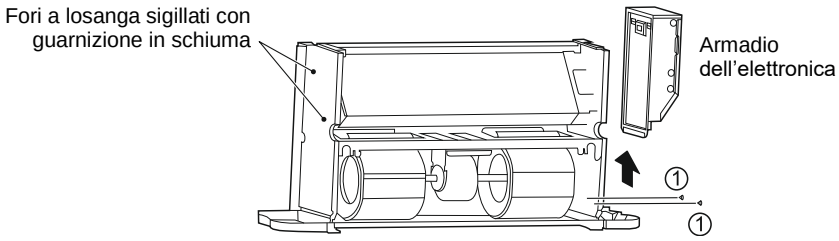

Figura 5-19: Smontaggio della scatola dell'elettronica e sigillatura dei fori a losanga
6. Come mostrato nella Figura 5-19, svitare le viti ①×2 e togliere l'armadio dell'elettronica.
8. Sigillare i fori a forma di losanga sulla piastra laterale (piastra senza tubi di alimentazione e scarico) con una guarnizione in schiuma come mostrato nella Figura 5-19.